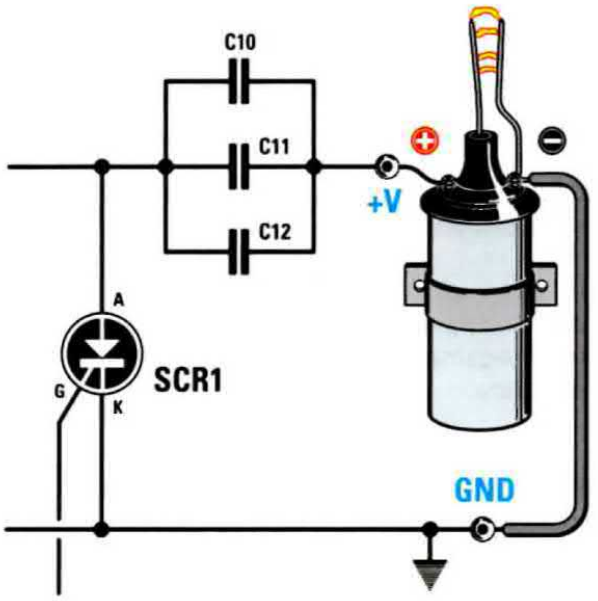

**Fig.10 Una volta completato il montaggio del circuito dovrete controllarne il funzionamento.
- inserite nella boccola di uscita dell'**alta tensione** della **bobina** un secondo spezzone di filo metallico rigido in modo che vengano a formare, insieme all'altro filo, due elettrodi separati da una distanza di circa **1 cm** come indicato in fig.10.